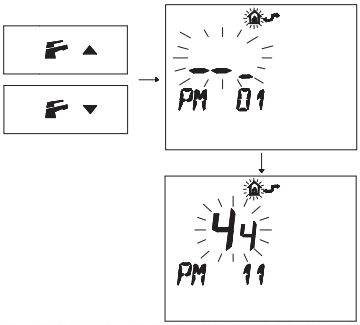

Fig. 7.29
- Press buttons ▼ or ▲ to display the **"PM11"** program of the pump post-circulation (Fig. 7.29).